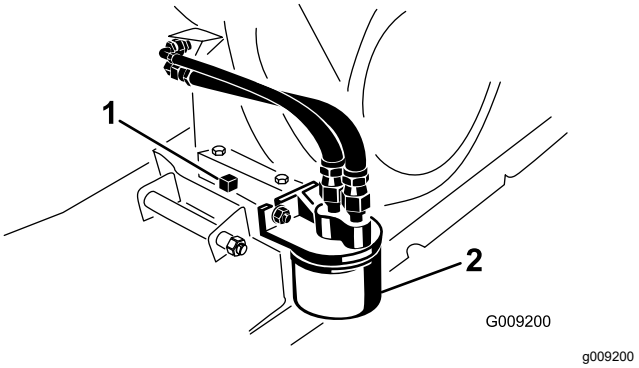

Figuur 36
7. Plaats een opvangbak onder de aftapplug (Figuur 36).
8. Verwijder de aftapplug en de pakking (Figuur 36).
2. Verwijder het oude oliefilter (Figuur 36).
4. Schroef het nieuwe oliefilter op het filteradapter totdat de pakking contact maakt met de bevestigingsplaat. Draai het filter vervolgens nog eens een ½ tot ¾ slag vast (Figuur 36).